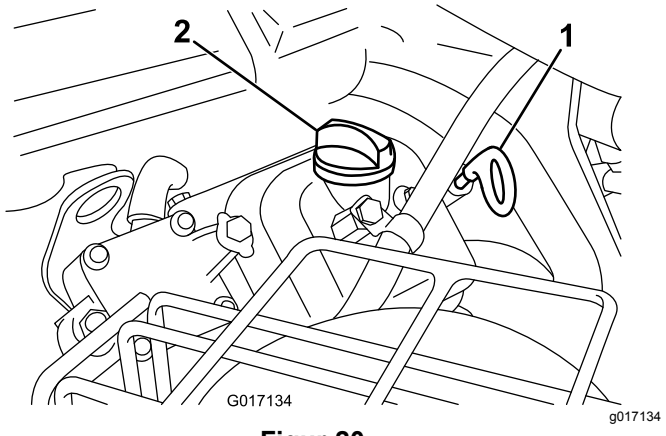

Figur 20
2. Ta ut peilestaven og tørk den med en ren fille. Sett peilestaven inn i røret, og pass på at den når helt ned (Figur 20).